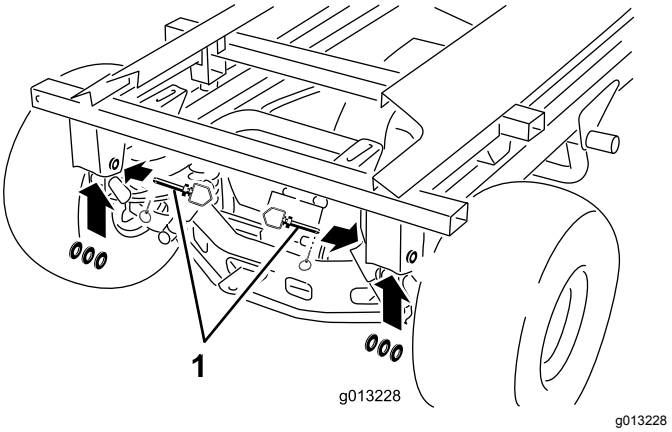

**Figuur 50**
10. Verwijder de achterste lynchpennen, koppelpennen en ringen (Figuur 50).